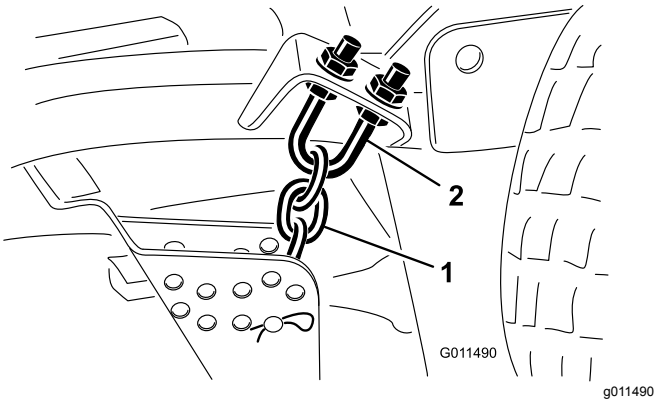

**Figuur 104**
1. Draai de contramoeren op de bovenkant of de onderkant van de U-bout van de maaihoogteketting los (Figuur 104).